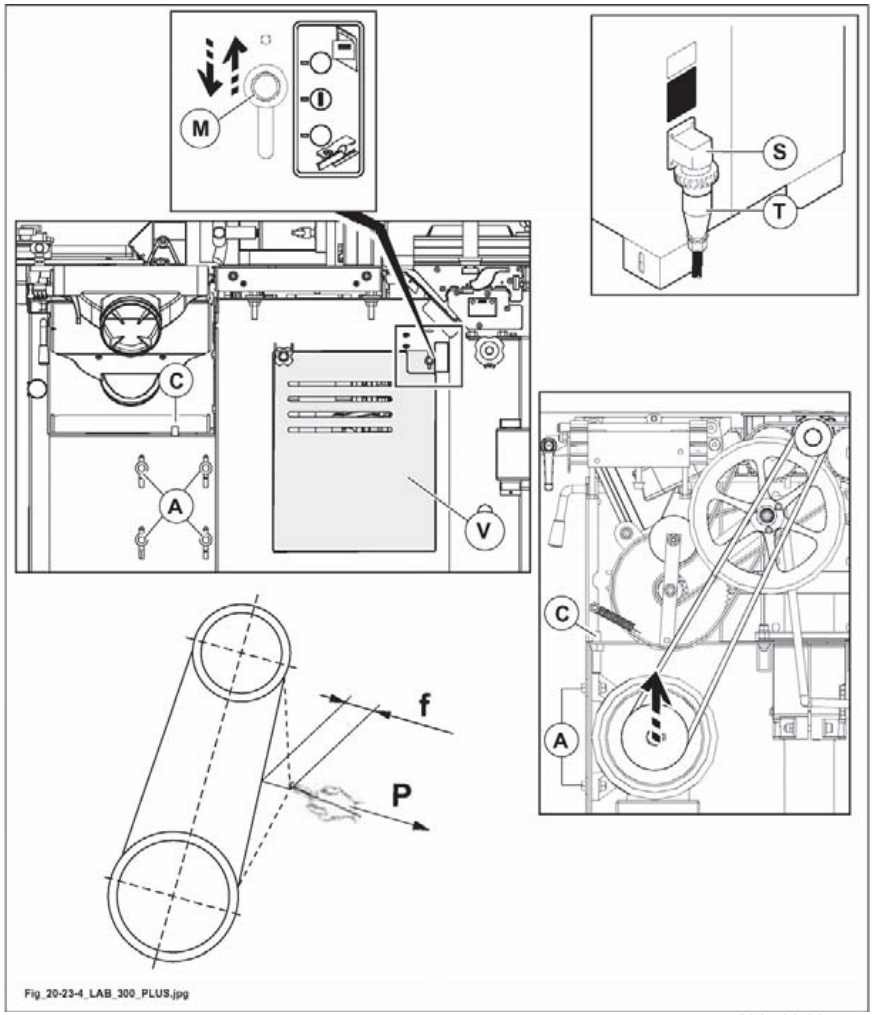

Abb. 20.23-4
bevor man die Maschne einstellt, muß man den Hauptschalter auf O stellen und den Stecker (S Abb. 20.23-4) von der Steckdose (T Abb. 20.23-4) abstecken.
- Den Hebel (M Abb. 20.23-4) heben (wirkt auf einen Mikroschalter, der das Starten des Motors verhindert).
- Die vordere Tür öffnen (V Abb. 20.23-4).
- Die Befestigungsschrauben (A Abb. 20.23-4) lösen.
- An der Stiftschraube (C Abb. 20.23-4) drehen, um die Riemen zu spannen.
- Nach der Einstellung die Befestigungsschrauben (A Abb. 20.23-4) lockern.